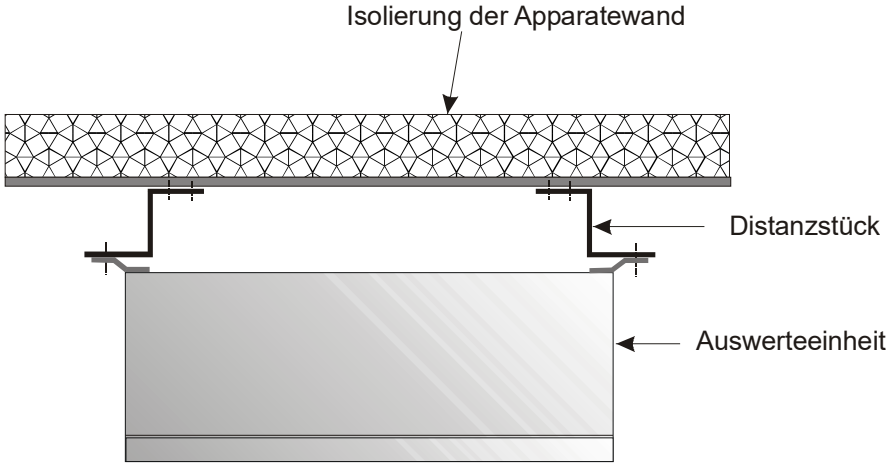

Abb. 4-3: Ansicht von oben: Montage der AWE an einer heißen Behälterwand
- Wenn Sie die AWE an einer warmen/heißen Wand montieren müssen, so verwenden sie eine Distanzschiene, um die Wärmestrahlung und –leitung zu minimieren. Siehe Abb. 4-3.